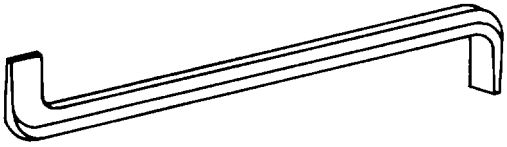

Figure 4-15. Offset Screwdriver
(3) *Offset screwdrivers*. The offset screwdriver shown in figure 4-15 is composed of a shank with a blade on each end. The blades are bent at right angles to the shank. One is parallel to the shank, the other is set at 90 degrees. This screwdriver is especially usefully in performing close work. Some offset screwdrivers are